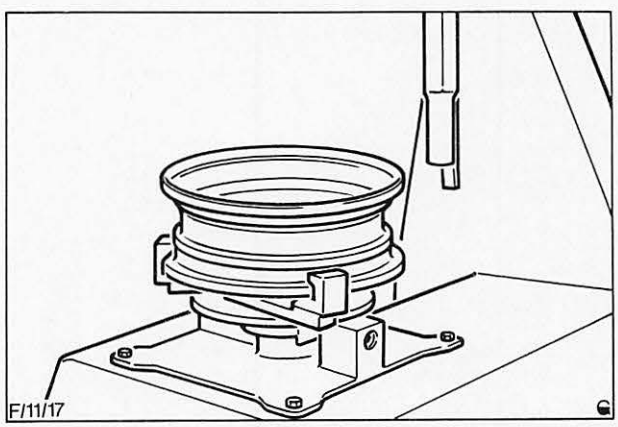

Abb. 14 Felge auf dem Montiergerät, mit dargestellten Felgenkranzklammern
5. Neue Felge auf Montiergerät setzen, Abb. 14.